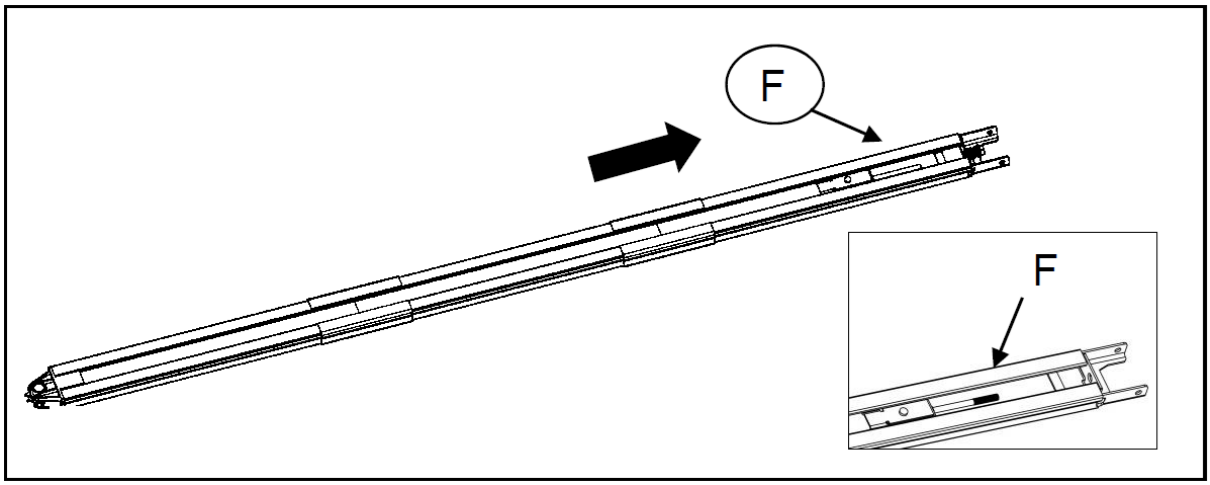

Abb. 8
2. Schneiden Sie das Kunststoffgewinde ab und ziehen Sie die Gewindestange zusammen mit der inneren Kette in die Endschienenposition (Abb. 8).